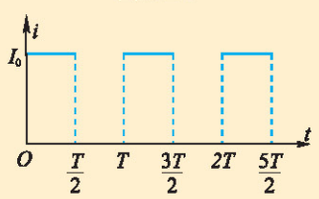

图2-2-4
5. 如图2-2-4所示为一电流随时间变化的 $i - t$ 图像. 该电流的有效值为多大？